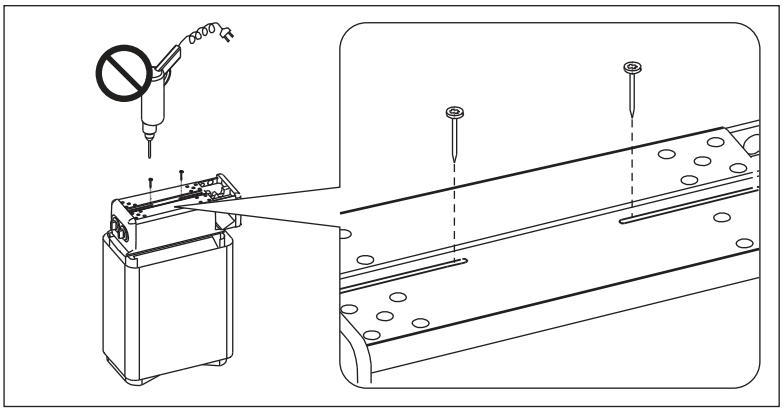

Рисунок 7. Снятие крепежных шурупов торцевых частей
1. Каменку поворачивают вверх дном. Опасайтесь повреждения регулятора пара. Крепежные шурупы (1 шт./торец) торцевых частей, находящиеся в дне электрокоробки, снимают (См. рис. 7).